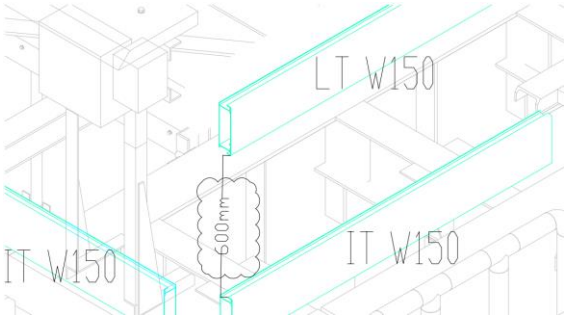

Figure 12 Cable tray segregation
- Instruction#8: Cable tray segregation shall be provided as per project requirement. The distance between different tray system shall be indicated and if any deviation due to physical limitation, it shall be approved via official technical queries. The distance data on this drawing will not relieve VENDOR's responsibility of segregation requirement. Figure 12 illuminates the distance between NT (Non IS instrument cable tray) and LT (LV power cable tray).